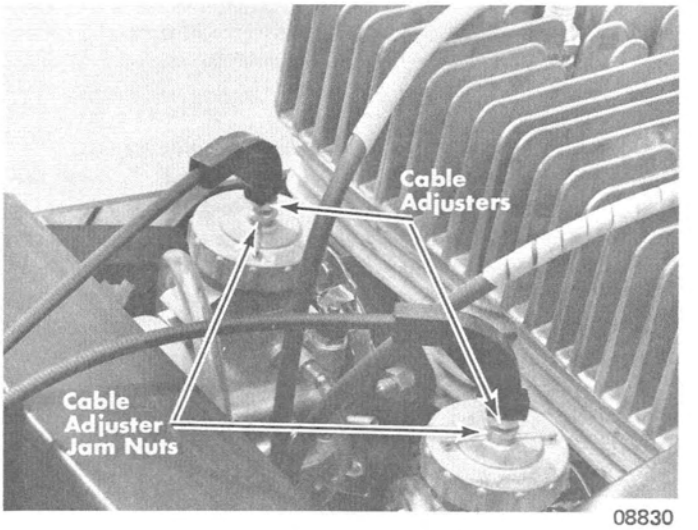

Figure 2. Cable Adjusters
a. Loosen cable adjuster jam nut on each carburetor. (Figure 2)
b. Turn cable adjuster(s) (Figure 2) until both throttle valves are synchronized (move at same time), and "slack" is removed from cables.